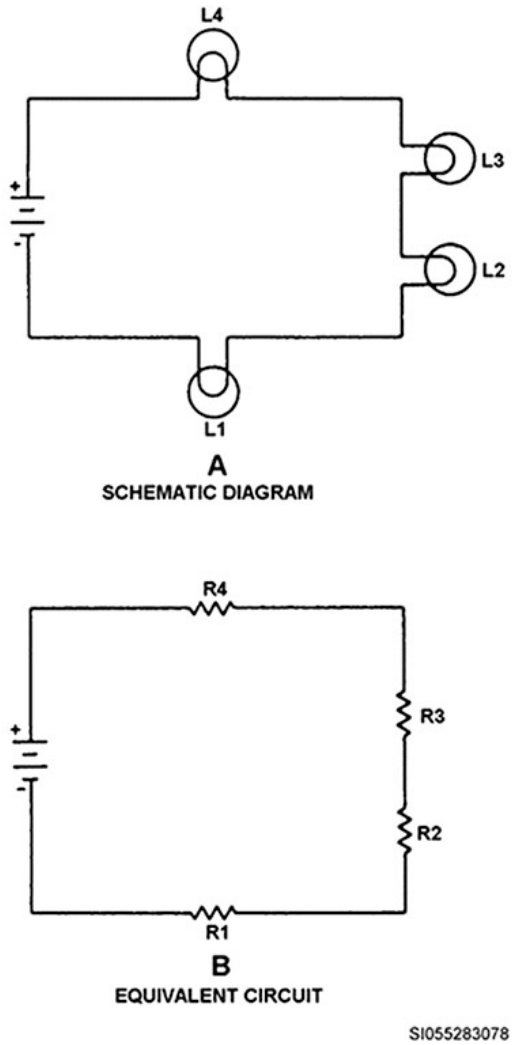

Figure 1–36. Series circuit.
Total resistance in a series circuit is the sum of all the individual resistances in the circuit. The formula is: RT = R1 + R2 + R3, and so forth. If the resistors in figure 1–36(B) each have a value of 3 ohms, total resistance for the circuit is 12 ohms. Therefore, RT = 3 + 3 + 3 + 3 = 12. Try it again using the following values: R1 = 12 ohms, R2 = 3 ohms, R3 = 7 ohms, and R4 = 10 ohms. It's easy to see the total resistance is 32 ohms.